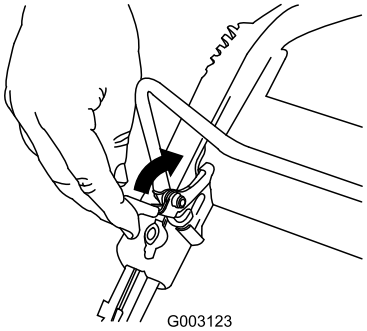

Figuur 15
1. Trek de vergrendeling van de bedieningsstang naar achteren (Figuur 15).